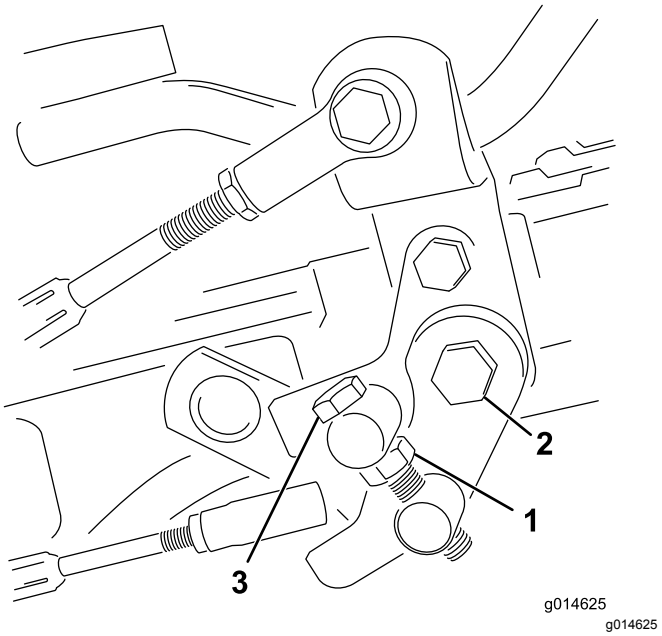

Rysunek 51
1. Poluzuj przeciwnakrętkę na śrubie czopu (Rysunek 51).
4. Dokręć przeciwnakrętkę na śrubie czopu oraz nakrętkę na osi pedału, aby zablokować położenie regulacji (Rysunek 51). Sprawdź efekt regulacji i w razie potrzeby dokonaj korekty.